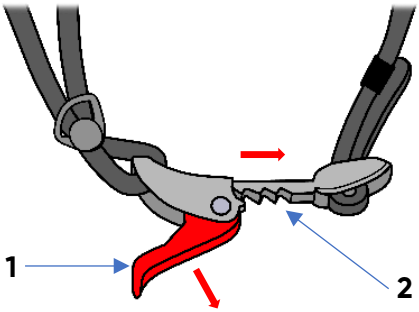

Fig. 5
Aby odpiąć pasek należy odciągnąć zapinkę (1) i zwolnić element paska (2) z zatrzasku. (Fig. 5)